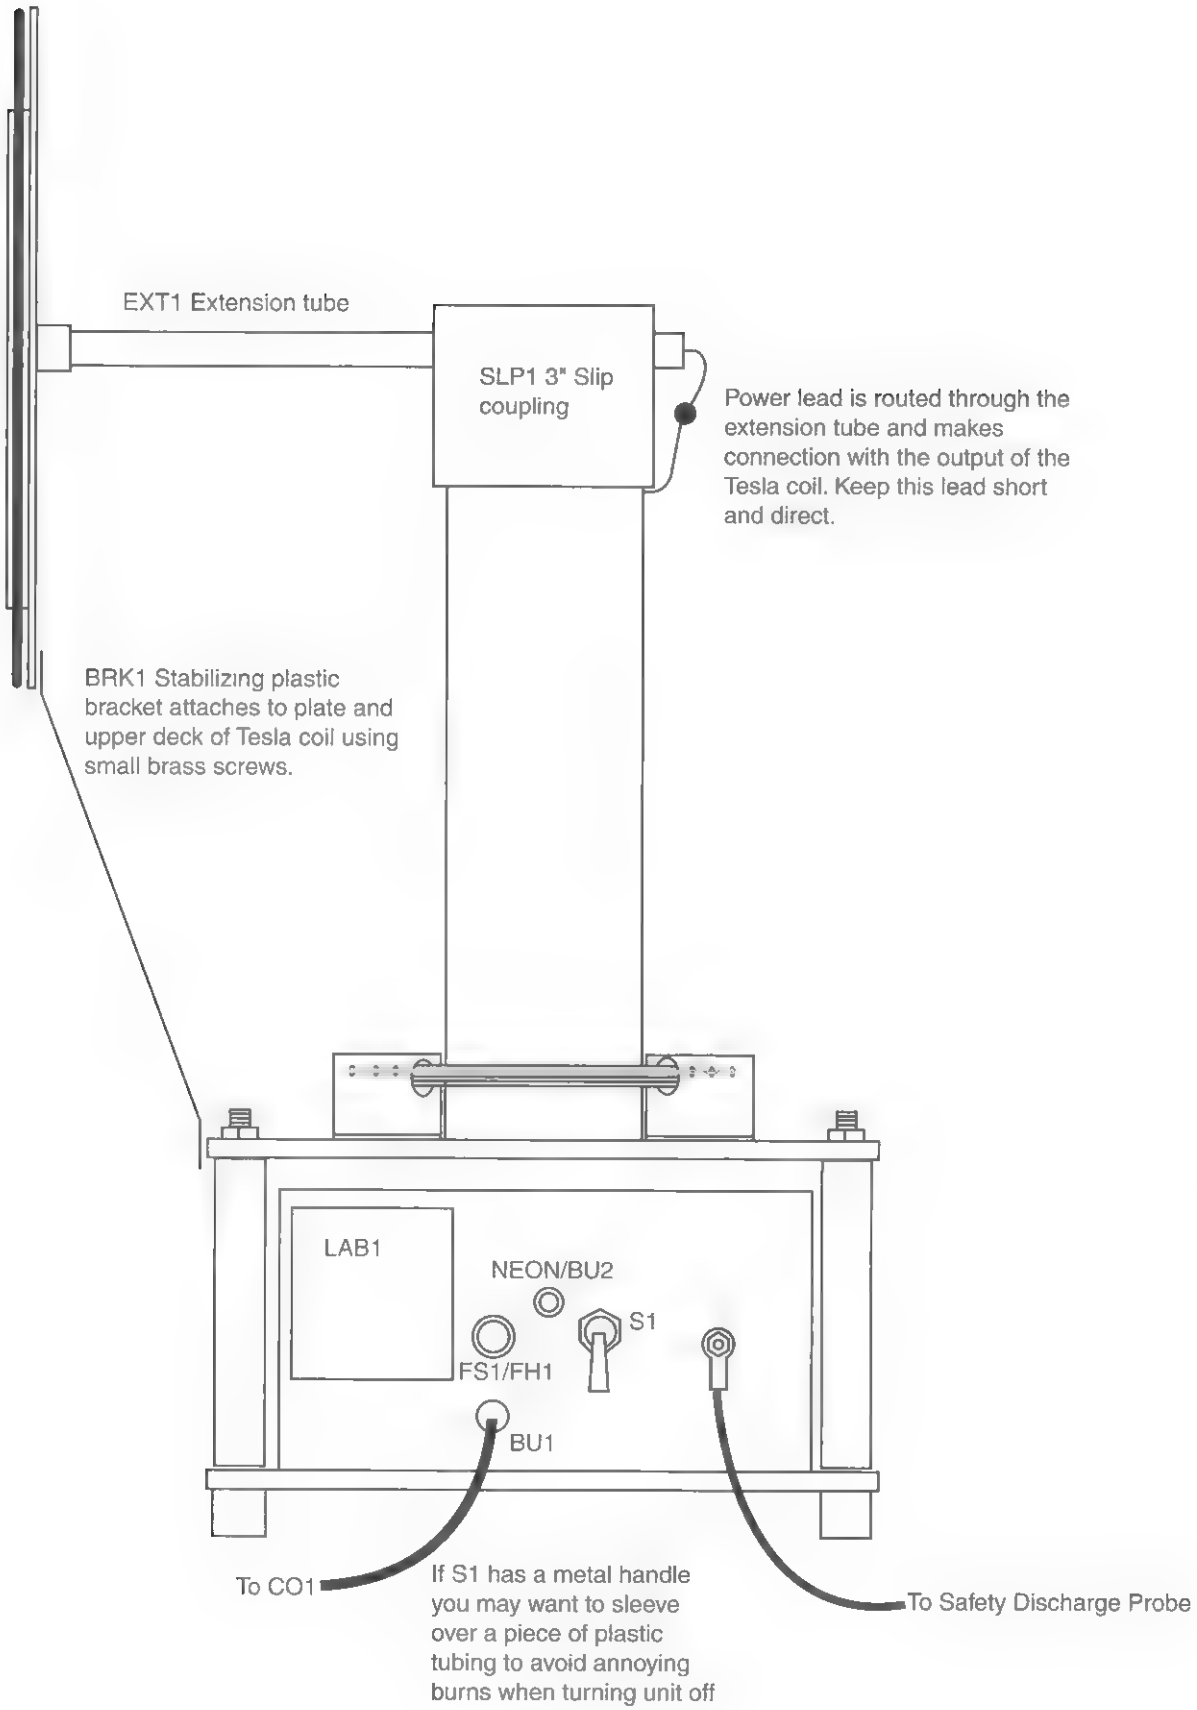

Figure 30-6 *Completed system*
6. The antenna may be used with any suitable high-voltage, high-frequency generator. It is shown in Figure 30-6 with our BTC30 250-kilovolt Tesla coil, as described in Chapter 14 of *Electronic Gadgets*. It is available as a kit or completed system as noted in Table 30-1.
BRK1	Stabilizing bracket shown in Figure 30-6